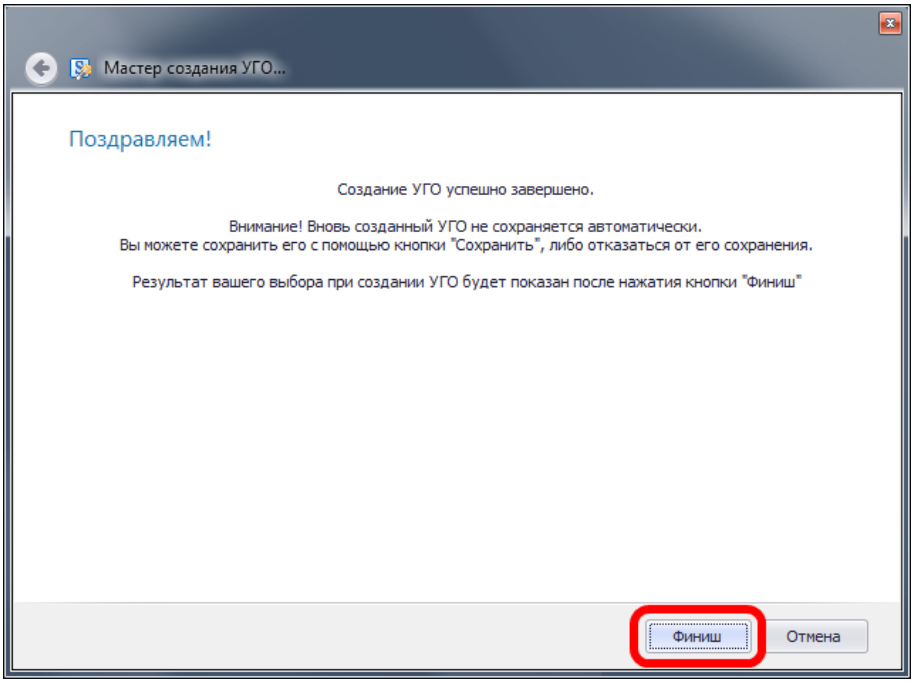

Рис. 254. Заключительное окно мастер создания УГО
5. В заключительном окне мастера необходимо нажать кнопку «Финиш», чтобы завершить создание УГО, см. Рис. 254.